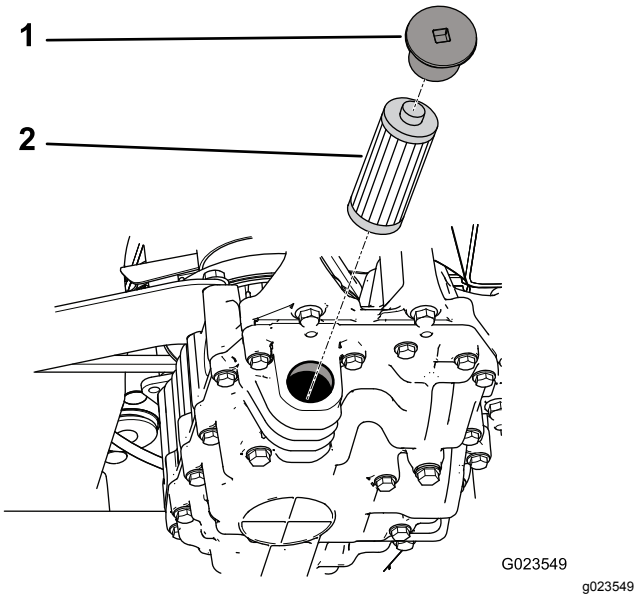

Figur 70
4. Fjern filterdækslet, og træk filteret ud af transmission (Figur 70).